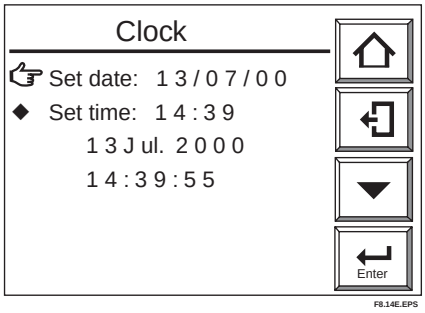

Figure 8.14 Clock Display
(1) Press the Setup key in the Basic panel display to display the Execution/Setup display.
(2) Select Setup in the Execution/Setup display to display the “Commissioning” (Setup) display.
(3) Select Others in the “Commissioning” (Setup) display. The Others display then appears, as shown in Figure 8.14.
(4) Select Clock. The Clock display then appears, as shown in Figure 8.14.
(5) Select Set date to display the numeric-data entry display. To set the date June 21, 2000, enter 2106000 and press the [Enter] key. The display then returns to the one shown in Figure 8.14.